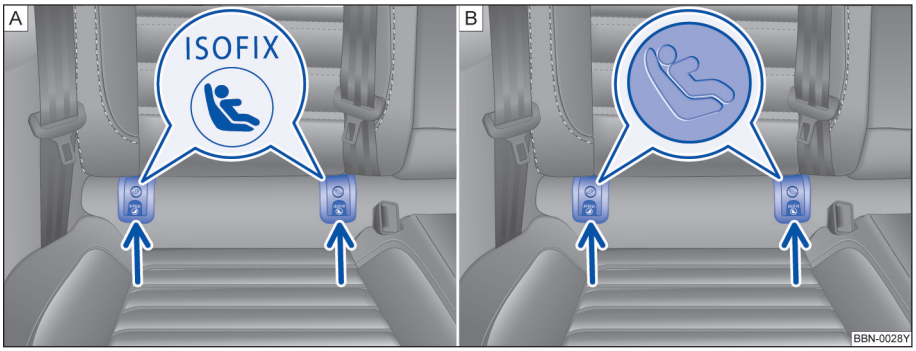

图 37 汽车座椅上的儿童座椅下部固定点标记。
– 沿箭头方向将儿童座椅插入固定环→ 图 37。直至听到儿童座椅的啮合声。
– 将儿童座椅置于车辆坐垫上，然后将连接带的挂钩挂到固定环上→ 图 37
后排外侧座椅配有两个 ISOFIX 固定环，与车身相连 →图 37。